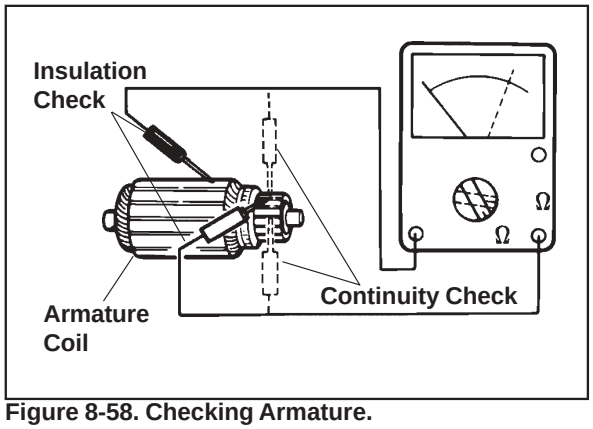

Figure 8-58. Checking Armature.
2. Use an ohmmeter set to the Rx1 scale. Touch the probes between two different segments of the commutator, and check for continuity. See Figure 8-58. Test all the segments. Continuity must exist between all or the armature is bad.
3. Check for continuity between the armature coil segments and the commutator segments. See Figure 8-58. There should be no continuity. If continuity exists between any two, the armature is bad.